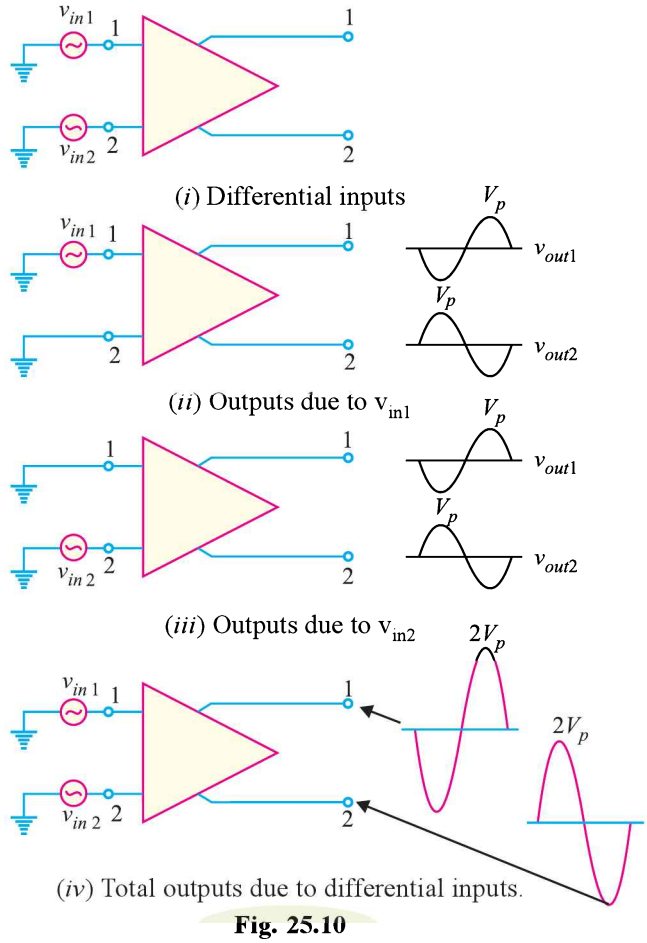

Fig. 25.10
(*i*) **Differential input.** In this mode (arrangement), two opposite-polarity (180° out of phase) signals are applied to the inputs of *DA* as shown in Fig. 25.10 (*i*).
As we shall see, each input affects the *outputs. Fig. 25.10 (*ii*) shows the output signals due to the signal on input 1 acting alone as a single-ended input. Fig. 25.10 (*iii*) shows the output signals due to the signal on **input 2 acting alone as a single-ended input. Note that in Figs. 25.10 (*ii*) and (*iii*), the signals on output 1 are of the same polarity. The same is also true for output 2. By superimposing both output 1 signals and both output 2 signals, we get the total outputs due to differential inputs [See Fig. 25.10(*iv*)].
* Note that in all the Figures in Fig. 25.10, the phase of the input signal is given in the circle and the phase shift in the output signal is given at the output terminals. Thus in Fig. 25.10 (*ii*), the output signal at terminal 1 is 180° out of phase with the input signal. On the other hand, the output signal at terminal 2 is in phase with the input signal.
** Note that a *DA* amplifies $(v_1 - v_2)$. For Fig. 25.10 (*ii*), $v_{in1} - v_{in2} = v_{in1} - 0 = v_{in1}$. For Fig. 25.10 (*iii*), $v_{in1} - v_{in2} = 0 - v_{in2} = -v_{in2}$.